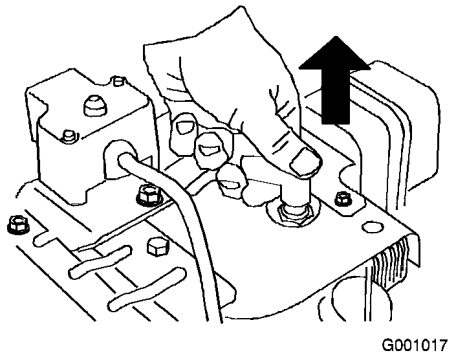

Figur 33
3. Koppla bort tändkabeln (Figur 33).